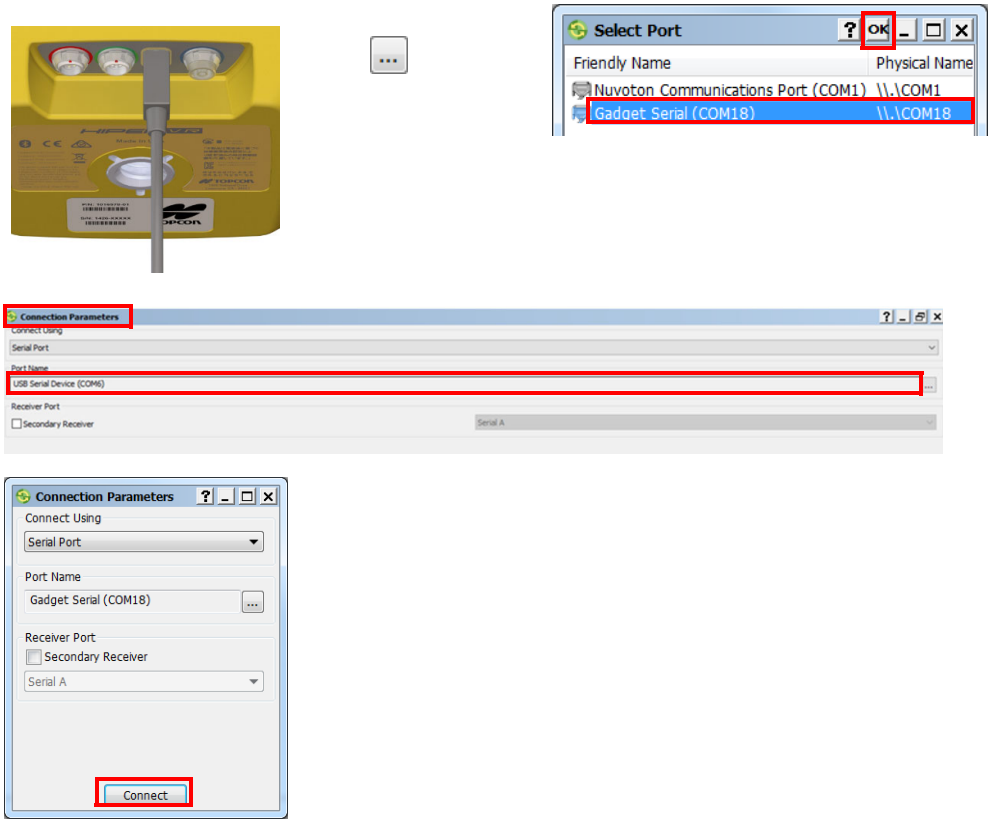

Figure 5-2: Écrans Connection Parameters/Select Port (Paramètres de connexion/Sélectionner port)
1. Raccordez le récepteur à un ordinateur à l'aide d'un câble micro-USB (Figure 5-2).
7. Cliquez sur le bouton [...] . L'écran **Select Port** s'affiche (Figure 5-2).